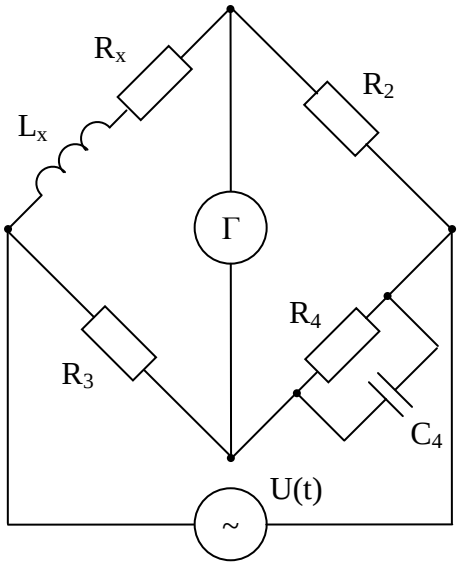

Рис. 7.
21. Мостовая цепь, изображенная на рис. 7, уравновешена. Определите R_x и L_x, если известно, что R_2 = 100 Ом, R_3 = 100 Ом, C_4 = 1 мкФ, R_4 = 1000 Ом.